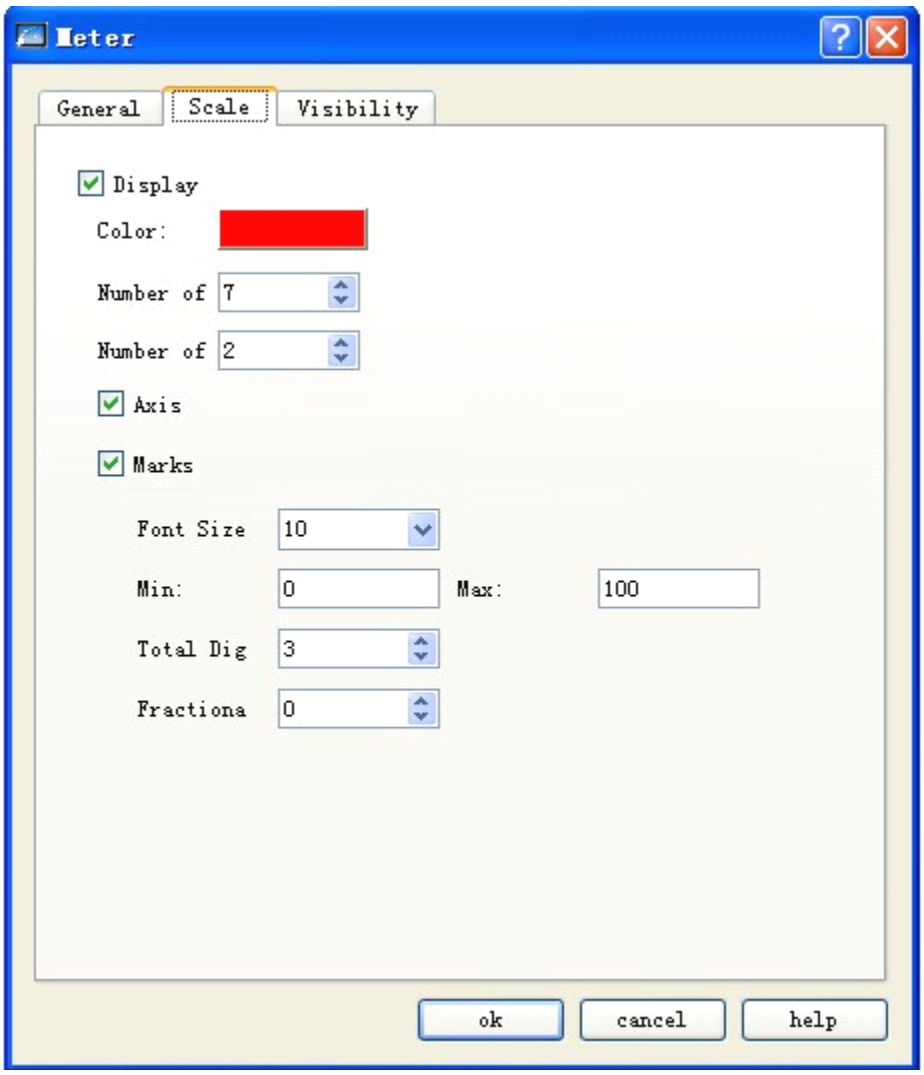

Рисунок 4-68 Вкладка настройки шкалы (Scale)
2. Щелкните на вкладке Scale для установки параметров шкалы Смотрите рисунок 4-68